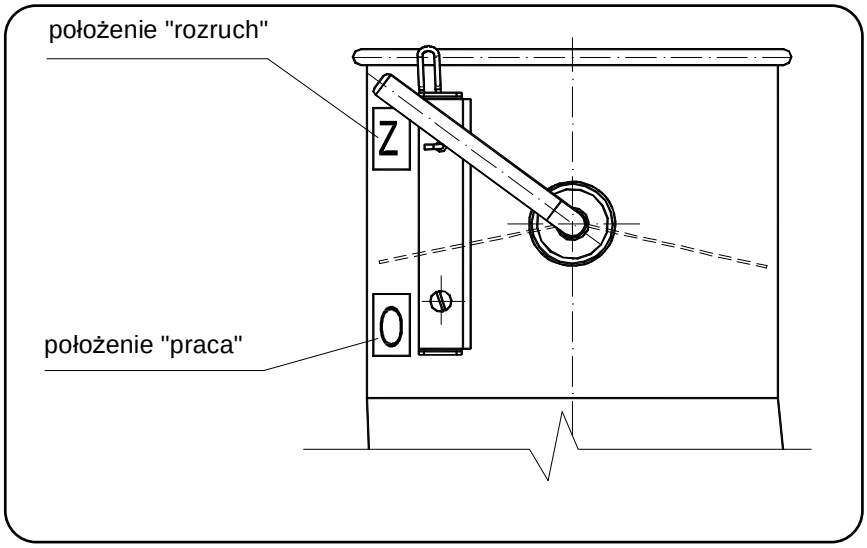

Rys. 7 Przepustnica automatyczna
- zablokować przepustnicę automatyczną (rys.7),